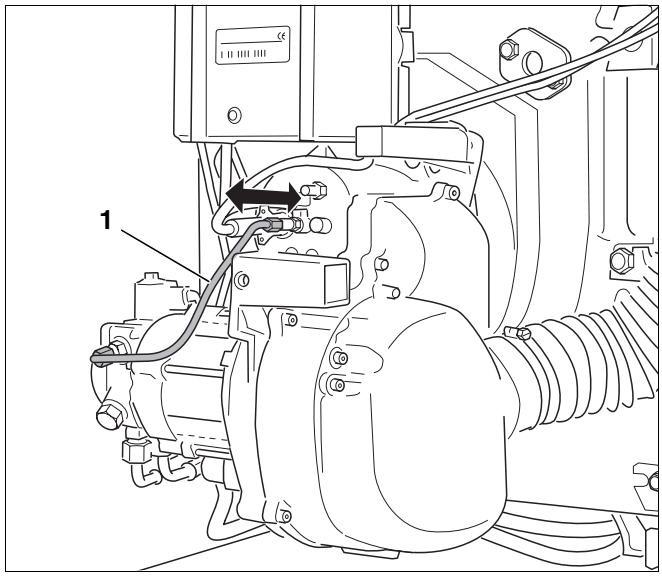

Rys. 38 Kontrola prawidłowego zamontowania systemu mieszającego
- Wysunąć przewód doprowadzający olej (rys. 38, **poz. 1**) ok. 5 mm.